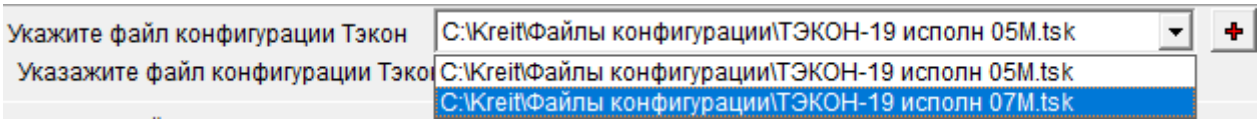

Рисунок 30 – Выбор добавленного ранее файла конфигурации
– выбрать файл, загруженный в программу ранее – отжать кнопку и выбрать файл конфигурации в выпадающем списке (см. рисунок 30).